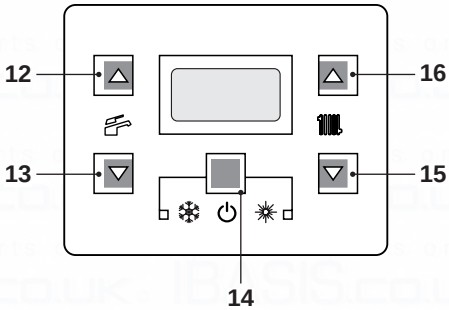
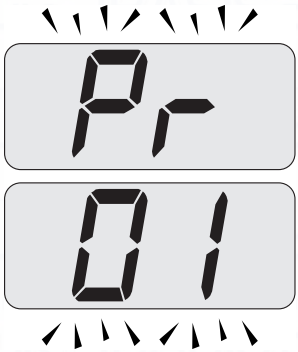
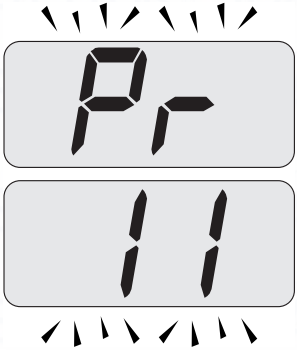
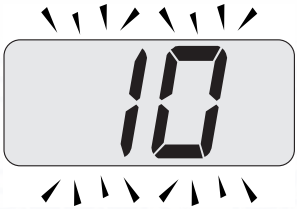

Fig. 7.24
Fig. 7.25
Fig. 7.26
Fig. 7.27
- Enter in "programming mode" by pressing keys 14 - 15 - 16 (Fig. 7.24) for 10 seconds at the same time until the letters **Pr** that alternate with code **01** are displayed on the LCD display, indicating that "parameter 01" (Fig. 7.25) has been activated.
- Scroll the various parameters using keys 15 or 16 until the letters **Pr** that alternate with code **11** are displayed on the LCD display, indicating that "parameter 11" (Fig. 7.26) has been activated.
- Press keys 14 and 16 (Fig. 7.24) at the same time until the value of parameter 11 (10=60 seconds) (Fig. 7.27) is displayed on the LCD display .
- By pressing key 14 (Fig. 7.24) confirmation of the inserted value is obtained.
- Press keys 14 and 15 (Fig. 7.24) at the same time to exit without changing the value (return to the parameters list Fig. 7.26).
- Press keys 14 - 15 - 16 (Fig. 7.24) at the same time for 10 seconds to exit the "programming mode".